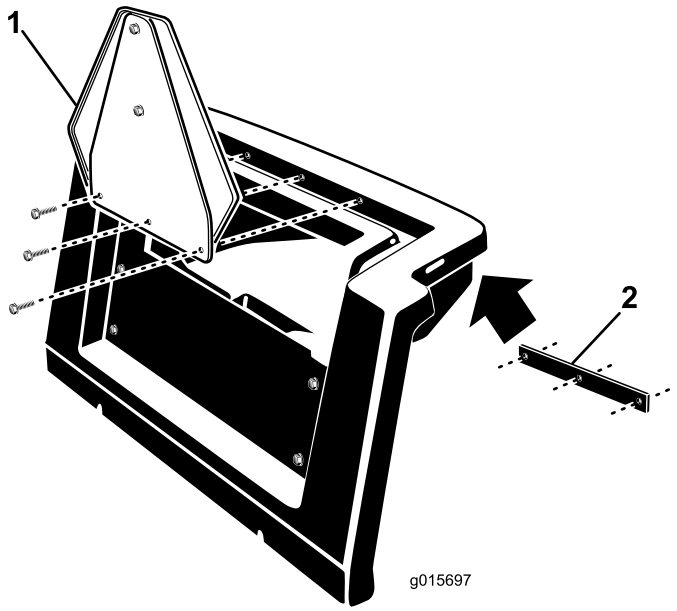

Figura 13
4. Monte el soporte de la señal en el compartimento de almacenamiento con la pletina de sujeción, 3 tornillos para metales de 1/4 x 3/4 pulgada y 3 tuercas con arandela prensada de 1/4 pulgada (Figura 13).